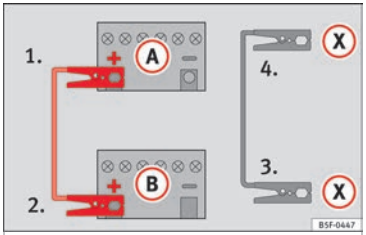

**Fig. 90** Diagram of connections for vehicles with Start-Stop system.
4b. *For vehicles with Start-Stop system:* connect one end of the *black* jump lead (X) to a suitable ground terminal, to a solid piece of metal in the engine block, or to the engine block itself ››› **Fig. 90**.
5. Connect the other end of the *black* jump lead (X) to a solid metal component bolted to the engine block or to the engine block itself of the vehicle with the flat battery. Do not connect it to a point near the battery (A).